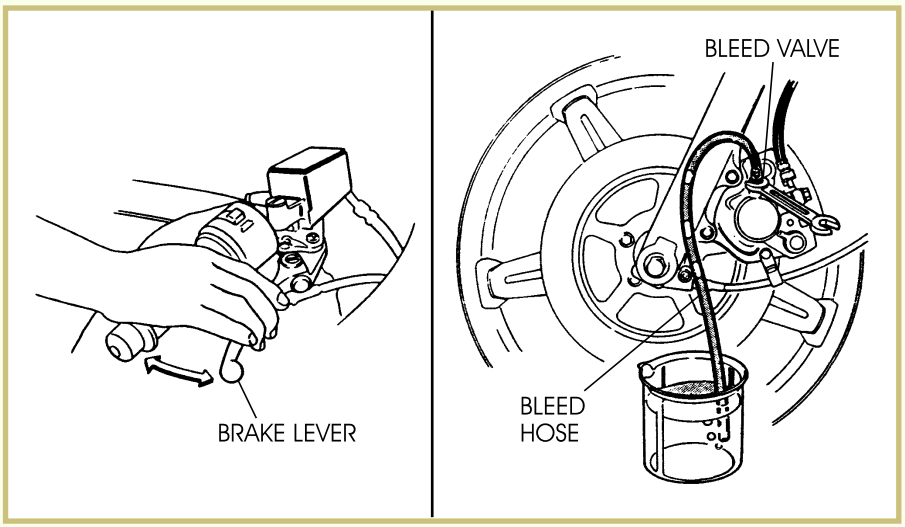

FIGURE 8—This figure illustrates the process of replacing the brake fluid. (Copyright by American Honda Motor Co., Inc. and reprinted with permission)
1. Attach a hose to the bleeder valve on the caliper. Run the other end of the hose into a can to catch the fluid (Figure 8).